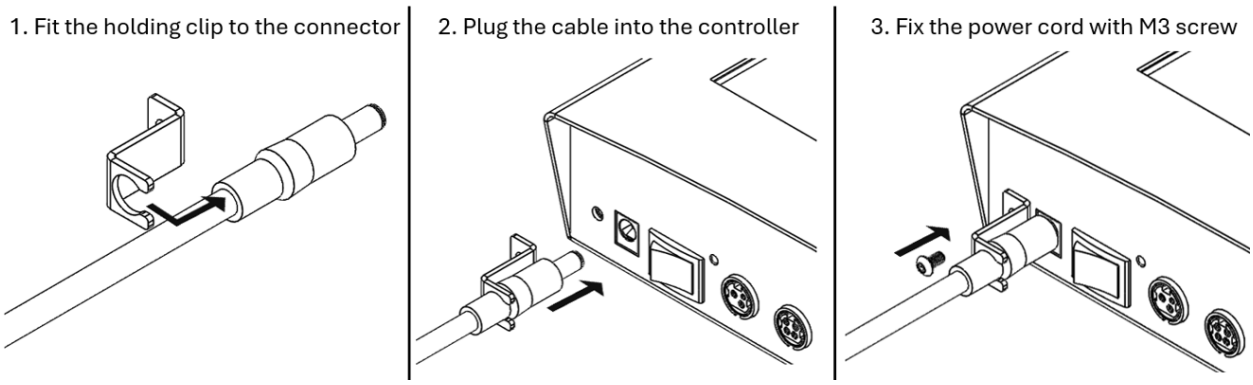

Figure 8
- Plug the Male end of the supplied 60W power adapter cable to the controller (refer to Figure 8).
- Plug the Male 4 Pin end of the supplied 160W power adapter to the hub (refer to Figure 8).